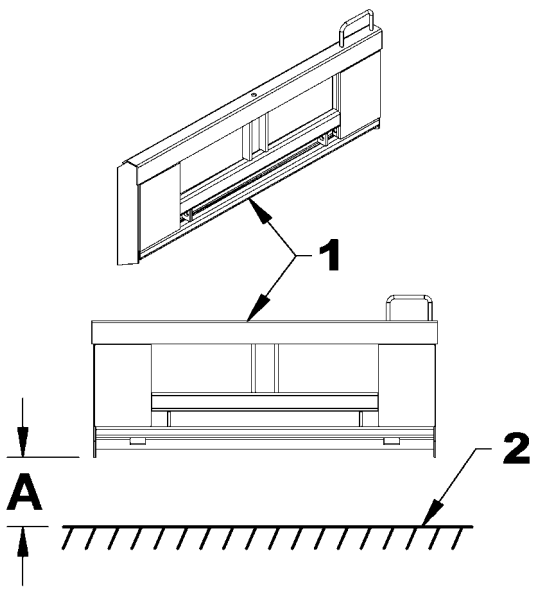

Figure 6C
C- INSTALLATION DU BALAI SUR LE "SKID STEER" (Figures 6C à 10C)
Figure 6C: Placer l'équipement sur une surface plane et propre. Après avoir complété l'installation de l'ensemble de l'attache universelle #8153 sur le "SKID STEER", faire descendre l'attache (item 1) à son plus bas et prendre la mesure de la distance (A) située entre le point le plus bas de l'attache (item 1) et le sol (item 2).